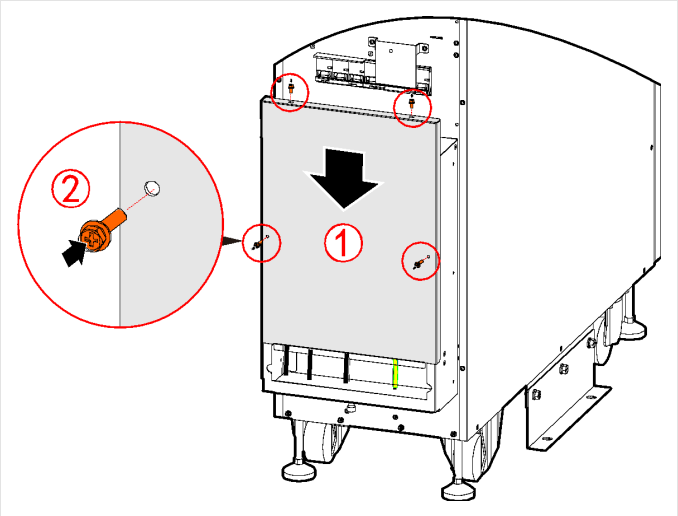

FIGURE 4-27 Step 7 — refit the wiring cover
7. Check that every cable is securely connected, then refit the wiring cover (Figure 4-27).